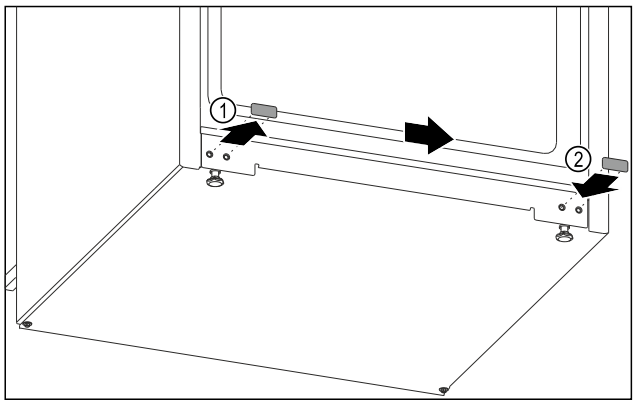

Fig. 10
▶ Extrageți dopurile de acoperire. *Fig. 10 (1)*
▶ Montați dopurile de acoperire pe partea opusă. *Fig. 10 (2)*